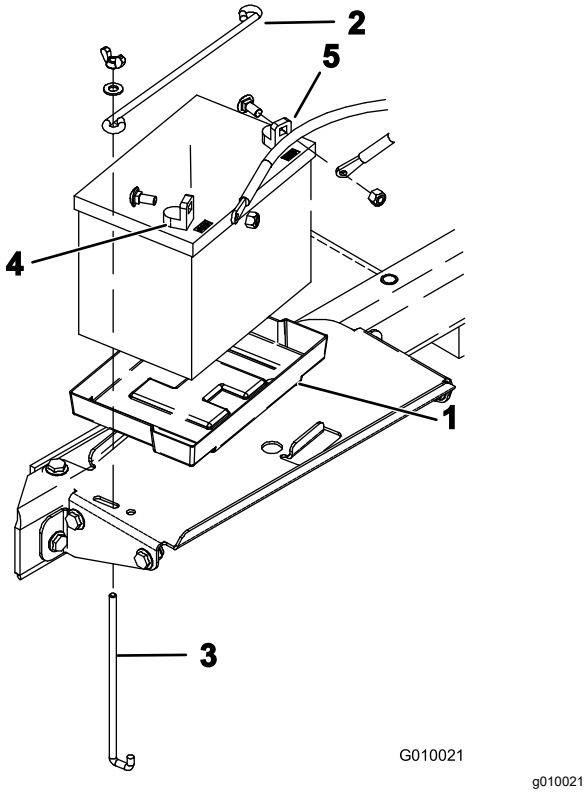

Figure 6
8. Insert the battery into the tray in the battery compartment (Figure 6). Position the battery so the terminals are to the outside.
9. Secure the battery to the compartment base with a battery rod, 2 hold down rods, 2 flat washers, and 2 wing nuts (Figure 6).
10. First, secure the positive cable (red) to the positive (+) battery terminal with a carriage bolt and nut (Figure 6), then the negative cable (black) to the negative (–) terminal of the battery with a carriage bolt and nut (Figure 6). Slide the rubber boot over the positive terminal to prevent a possible short from occurring.